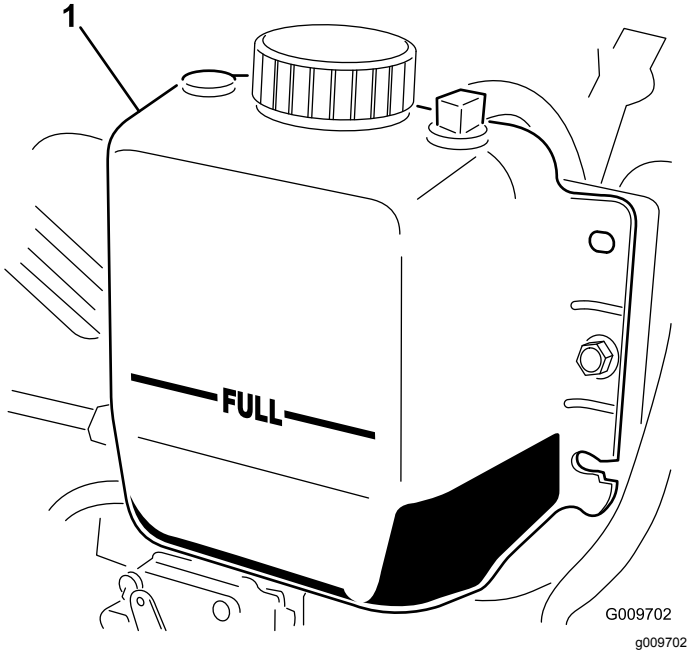

Figur 19
2. Kontroller kjølemiddelnivået i radiatoren. Fyll radiatoren opp til toppen av påfyllingshalsen og ekspansjonstanken opp til "Full"-merket (Figur 19).